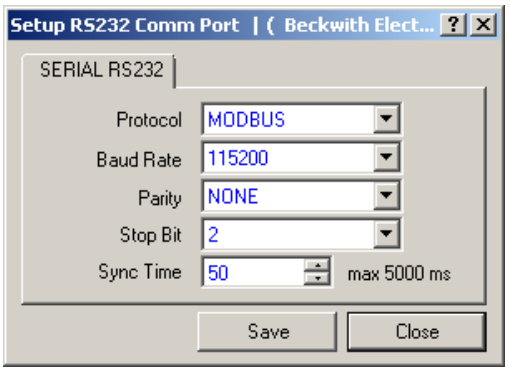

Figure 4-32 Setup RS-232 Comm Port Dialog Screen
1. Select **Communication/Setup/RS232 Comm Port** from the TapTalk toolbar. TapTalk will then display the Setup RS-232 Comm Port dialog screen (Figure 4-32).